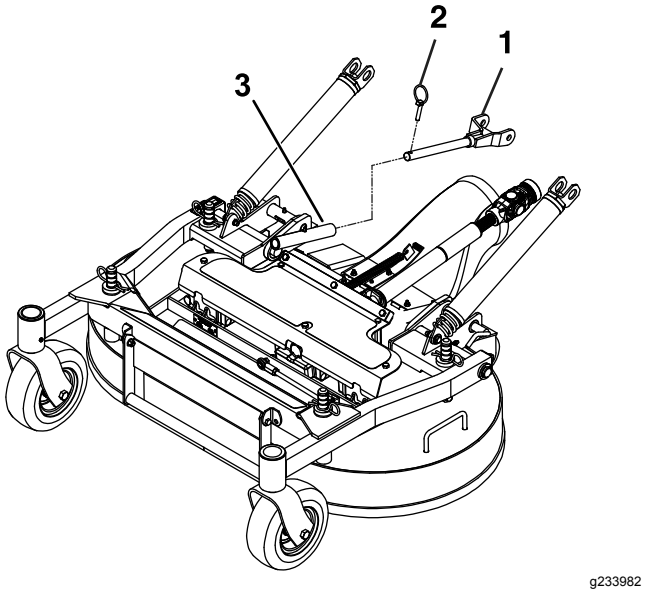

Figur 78
7. Ta bort hjulsprintarna framför skjutarmarna på båda sidor av maskinen (Figur 78).
7. Fäst skjutarmarna med hjulsprintarna på vänster och höger sida av maskinen (Figur 78).